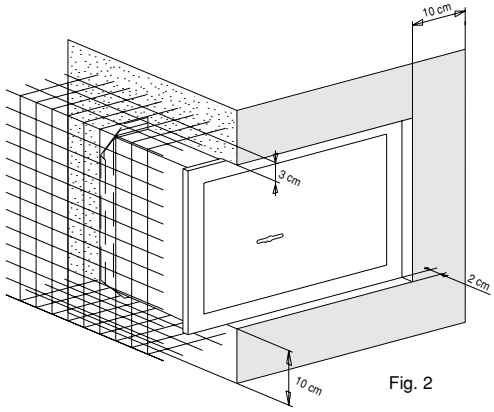

Fig. 2
- Inserire la cassaforte nel vano, in modo che lo sportello si apra da sinistra verso destra, avvolta sui 4 lati con rete elettrosaldata distanziando la rete di circa 30 mm. minimo dalla carcassa, e posizionare il frontale, 20 mm sotto il filo del muro come in fig. 2.